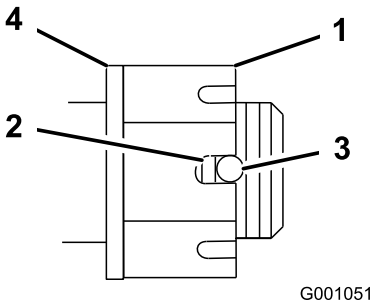

Figuur 51
4. Draai de sleufmoer aan met een torsie van 170 Nm (Figuur 51).
5. Controleer de afstand van de onderkant van de sleuf in de moer tot de binnenrand van de opening. Er mogen maximaal twee schroefdraden zichtbaar zijn (Figuur 51).
7. Draai de sleufmoer aan met een torsie van 170 Nm (Figuur 51).
8. Draai de moer aan totdat de volgende serie gleuven recht tegenover de opening in de as staan (Figuur 51).